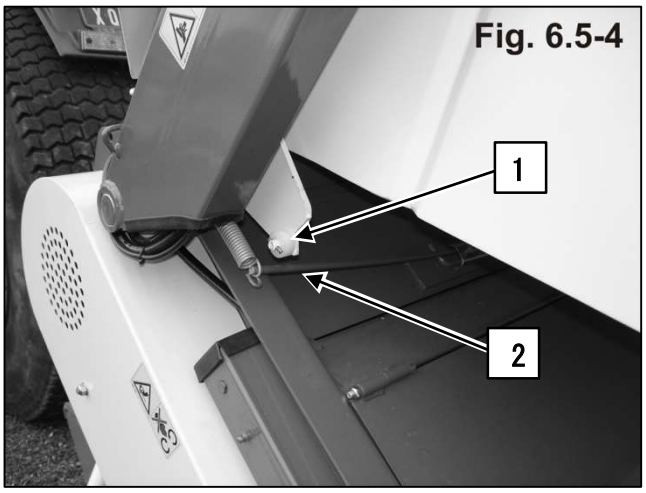

Fig. 6.5-4
その際、マルチングフラップの駆動体 (1)（図 6.5-4）がフラップレバー (2) 上をスライドし、フラップは閉じたままになります（図 6.5-5）。